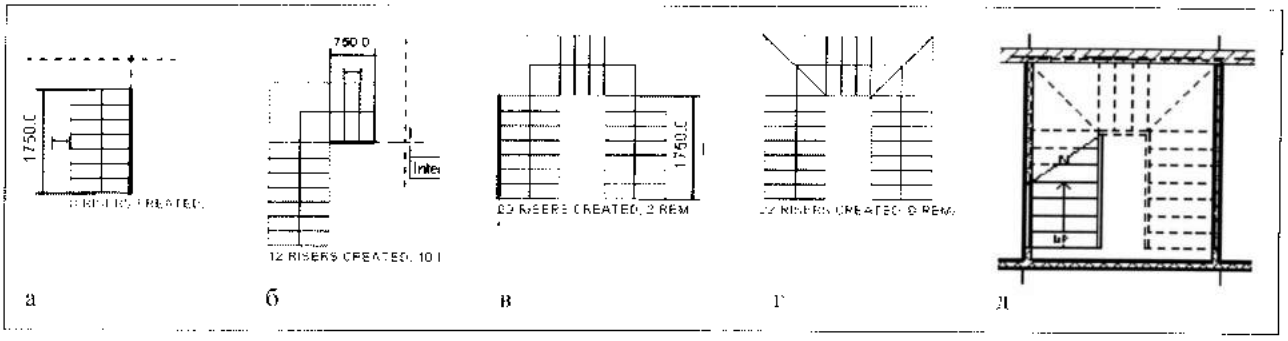

Рис. 1.20. *Построение лестницы*
12. Построить трехмаршевую лестницу между этажами (рис. 1.20).